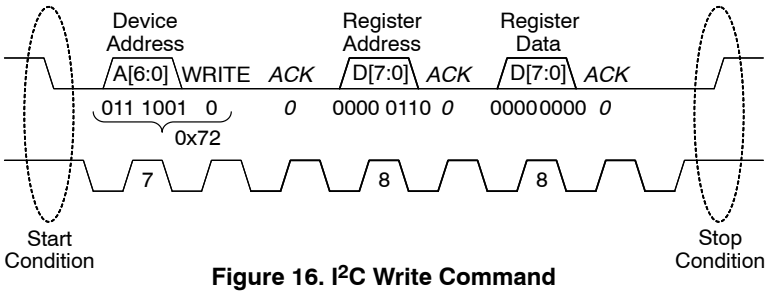

**Figure 16. $I^2C$ Write Command**
Figure 16 shows an $I^2C$ write operation. Write transactions begin with the master sending an $I^2C$ start sequence followed by the seven bit slave address (NOA1305 = 0x39) and the write(0) command bit. The NOA1305 will acknowledge this byte transfer with an appropriate ACK. Next the master will send the 8 bit register address to be written to. Again the NOA1305 will acknowledge reception with an ACK. Finally, the master will begin sending 8 bit data segment(s) to be written to the NOA1305 register bank. The NOA1305 will send an ACK after each byte and increment the address pointer by one in preparation for the next transfer. Write transactions are terminated with either an $I^2C$ STOP or with another I $I^2C$ START (repeated START).